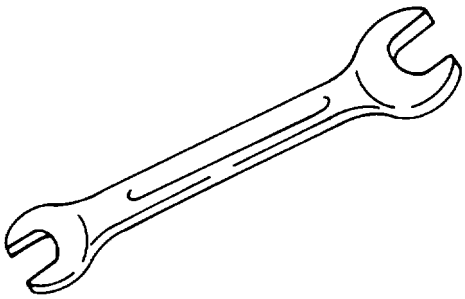
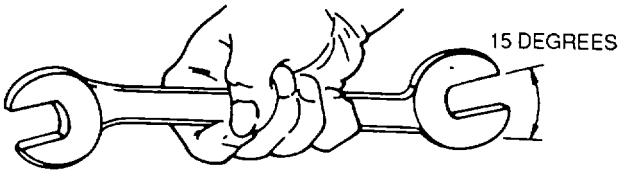

Figure 4-20. Open-End Wrench
Figure 4-21. Open-End Wrench Jaw Offset
(1) *Open-end wrenches*. Open-end wrenches have two parallel jaws at each end of a bar, as shown in figure 4-20. The jaws of an open-end wrench are usually machined 15 degrees from parallel to the centerline of the wrench, as shown in figure 4-21. The two ends of each wrench fit consecutively-sized nuts such as 3/8and 7/16-inch, 1/2and 9/16inch, and so on.